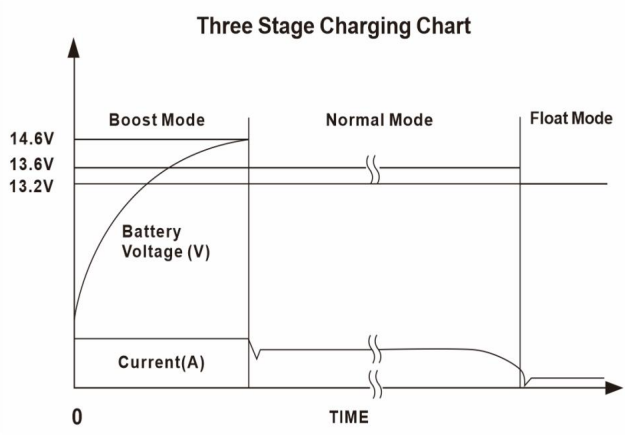

Rysunek 1
(1) Zacisk oznaczony + lub POS służy do dodatniego podłączenia RV 12 V DC.
(2) Zacisk oznaczony - lub NEG służy do podłączenia ujemnego przewodu RV12VDC.
(3) Okablowanie wyjściowe 12 V DC nie wymaga zabezpieczenia nadprądowego N Ponieważ konwerter/ładowarka ogranicza prąd wyjściowy. Jednak wszystkie połączenia elektryczne muszą być zgodne z odpowiednimi normami NEC. .
9. Tryb akumulatora kwasowo-ołowiowego: Ustaw przełącznik A na tryb kwasowo-ołowiowy, co spowoduje ładowanie akumulatora w trybie 3-etapowym (rysunek 1).